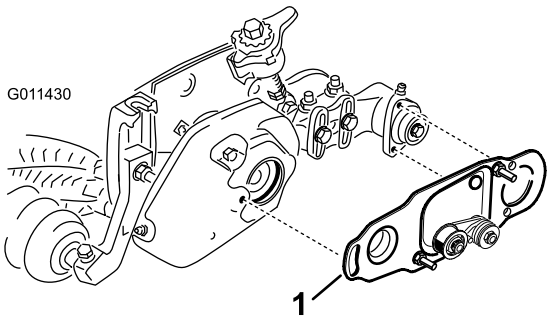

図 46
5. ローラブラシが付いている場合には、ブラシプレート図 46がカッティングユニットユニットのサイドプレートに平行であることを確認する。